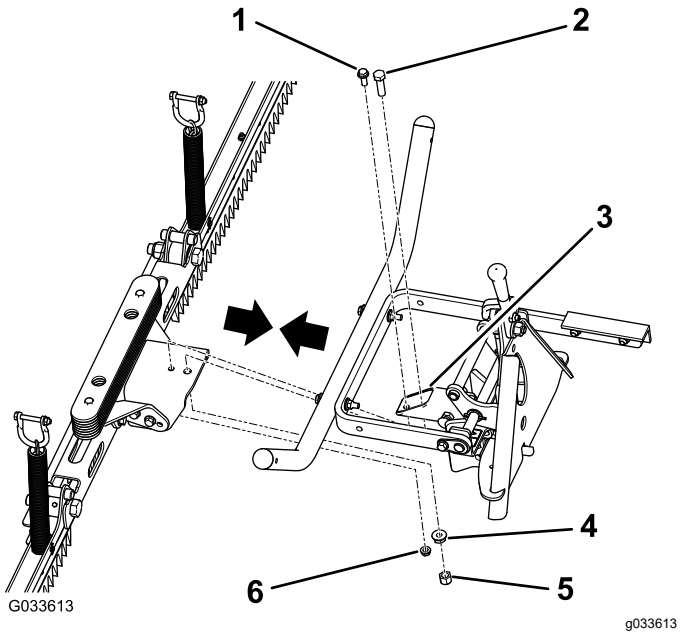

Figur 8
1. Ret de to huller i beslaget i midten af riveenheden ind efter de to huller i bugsertrækkets rør (Figur 8).